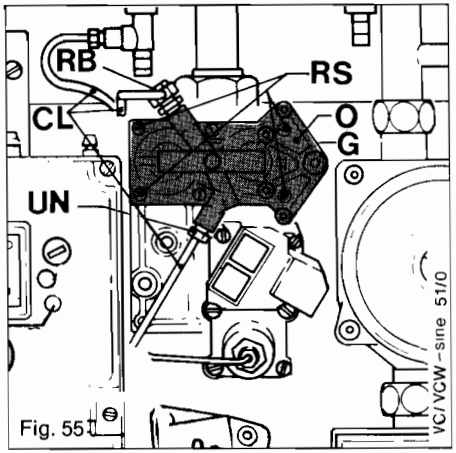

Fig. 55
14.7.1 Change of operator (Fig. 55)